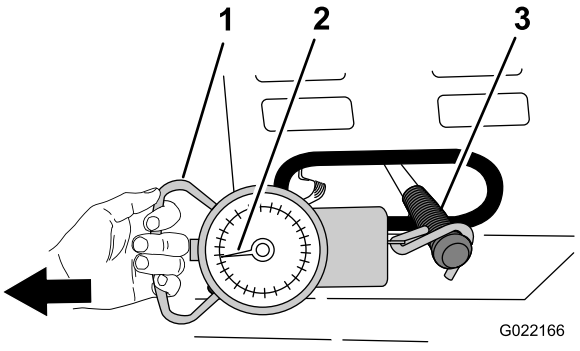

Figure 68
4. Attach a spring scale with a range of 15 to 30 kg (35 to 55 lb) to the grip of the clutch lever (Figure 68).
5. Using the spring scale, pull the clutch handle to the On position as shown in Figure 68.
6. Observe the spring scale while pulling to see what the highest pressure is when moving the clutch handle from the Off position to the On position (Figure 68).